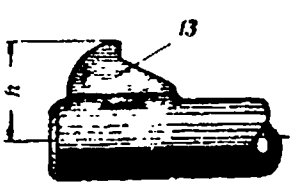

Рис. 4
1. Несоответствие мушки по высоте (*13* на рис. 4). Проверить бой револьвера. Высота мушки над осью канала ствола должна соответствовать нормальному бою револьвера.	При высокобойности револьвера подобрать повышенную мушку; при низкобойности подчистить плоским надфилем ее вершину и зачернить место обработки.